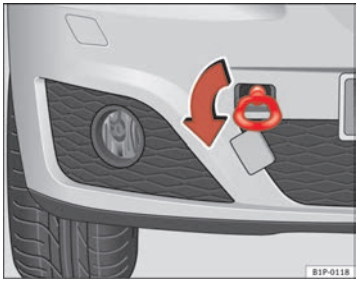
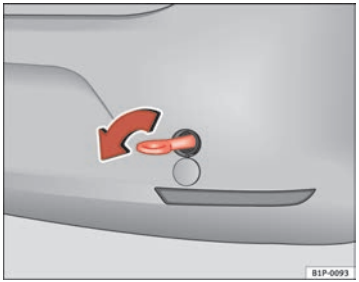

Fig. 183 The front right section of the vehicle: Fitting the front towing eye
Fig. 184 Fitting the towing eye to the rear of the vehicle
– Screw the towing eye as shown by the arrow *anti-clockwise* to the limit position in the front ⇒ page 267, fig. 183 or rear ⇒ page 267, fig. 184 threaded hole. ■